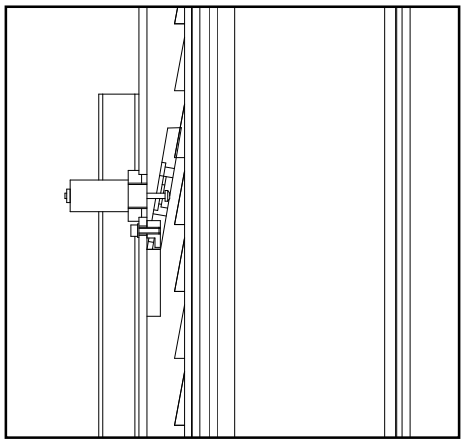

Abb. 15
• Bei einem Bruch des Hydraulikzylinders greifen die Sicherheitsrasten im Inneren der Säulen ein (Abb. 15). Sie werden durch Federn betätigt und stoppen den Hubwagen sofort, sodass er nicht absinkt.